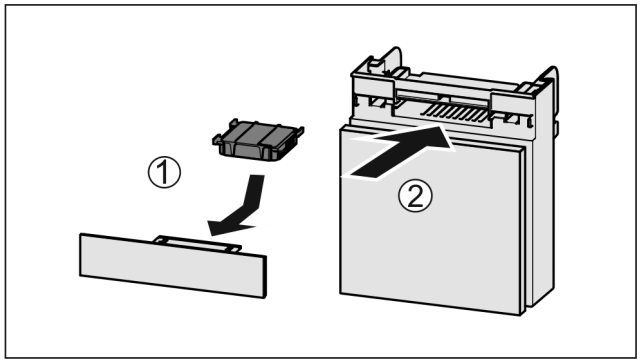

Fig. 171
▶ Вставити фільтр з активованого вугілля за малюнком *Fig. 171 (1)*.
▶ Вставити відділення *Fig. 171 (2)*.